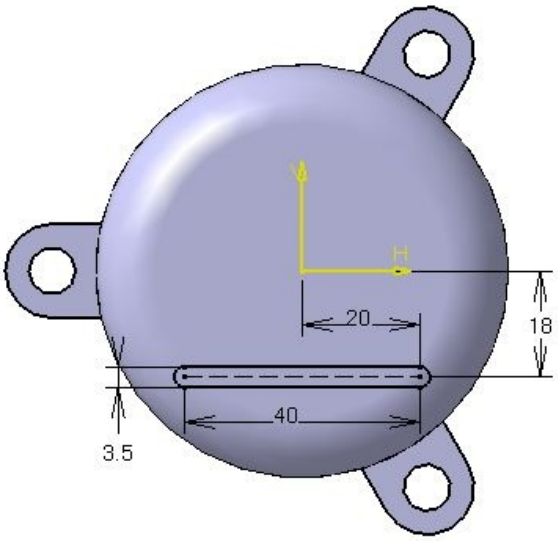

Figure 8-106 *The sketch for creating the pocket feature*
e. Create the pocket feature on the top face of the base feature, refer to Figure 8-106.
2. Draw the sketch, as shown in Figure 8-106, and exit the **Sketcher** workbench. Note that, in this figure, the constraints have been hidden for better visualization.